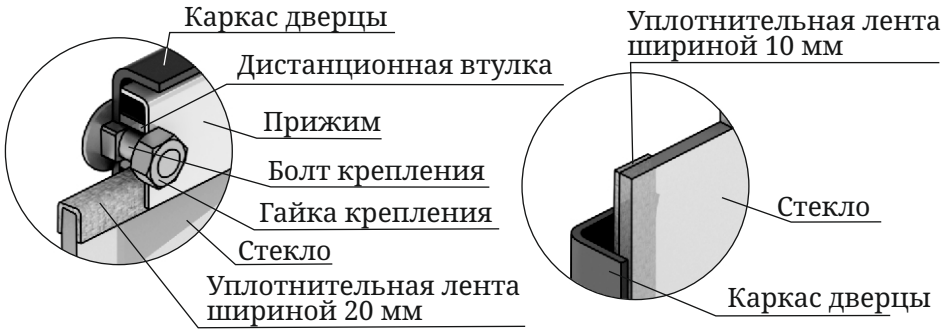

Рисунок 8. Крепление светопрозрачного экрана дверцы
1. Открутите две гайки, фиксирующие прижим (рисунок 8.I), и демонтируйте его и дистанционные втулки.
3. Возьмите новое стекло, если на нем нет уплотнительных лент, наклейте их: лента шириной 20 мм наклеивается сверху и снизу стекла «П»-образно (рисунок 8.I), лента шириной 10 мм наклеивается вертикально, вдоль боковых сторон стекла (рисунок 8.II).
та наклеенная с боковых сторон (вертикальная) должна быть зажата между стеклом и каркасом дверцы (рисунок 8.II).
Внимание! Гайки крепящие прижим накручиваются на болты крепления через дистанционные втулки (рисунок 8.I).